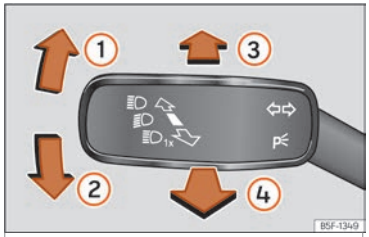

Abb. 102 Blinker- und Fernlichthebel.
- Drücken Sie den Blinker- und Fernlichthebel aus der Ausgangsstellung nach vorne ››› Abb. 102 ③. Wenn die Kontrollleuchte am Bildschirm des Kombi-Instruments aufleuchtet, ist der Fernlichtassistent eingeschaltet.
- **ODER:** Ziehen Sie bei eingeschaltetem Fernlicht den Blinker- und Fernlichthebel nach hinten ››› Abb. 102 ④.